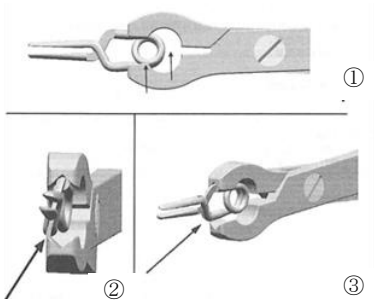

図 4：誤った把持
- 本品を使用の際は、適切なアプライヤーのジョー部のくぼみに、クリップコイル部全体が包み込まれるよう、本品を慎重に把持すること。（図 3 参照）アプライヤーにて正しく把持されていない場合、本品が損傷や出荷時設定の閉鎖力の低下、または本品がアプライヤーから飛び出したり、抜け落ちる可能性がある（図 4 参照）。